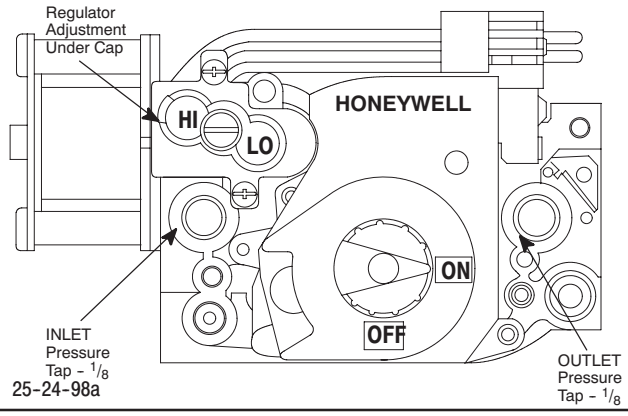

**Fig. 51 - Typical Gas Control Valve Honeywell**
3. Remove manifold pressure adjustment screw cover on furnace gas control valve. Turn adjusting screw counterclockwise to decrease the manifold pressure and clockwise to increase pressure. See Fig. 51.